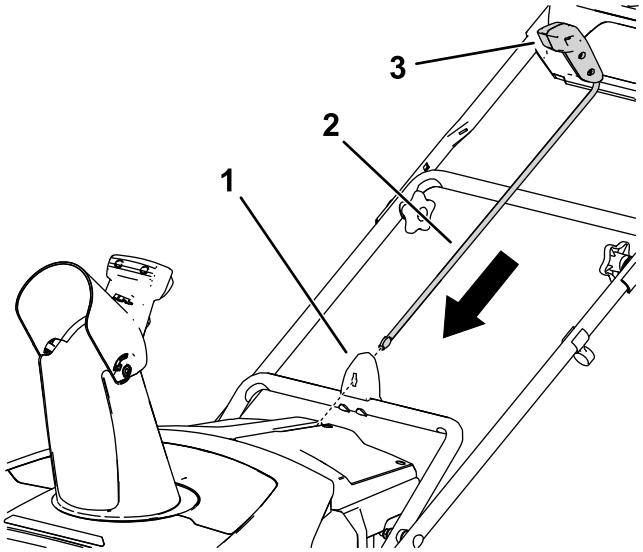

Rysunek 7
1. Upewnij się, że tunel wyrzutowy jest skierowany do przodu (Rysunek 7).
2. Trzymając uchwyt skierowany do przodu zamocuj drążek sterujący tunelem wyrzutowym w prowadnicy i popchnij go w dół, aż zatrzaśnie się na swoim miejscu (Rysunek 7).